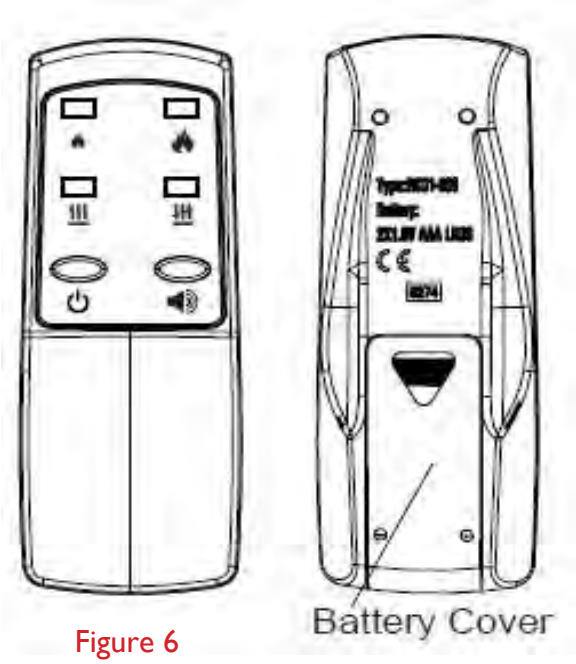

Figure 6
1. Slide battery cover open on the remote control (Figure 6).